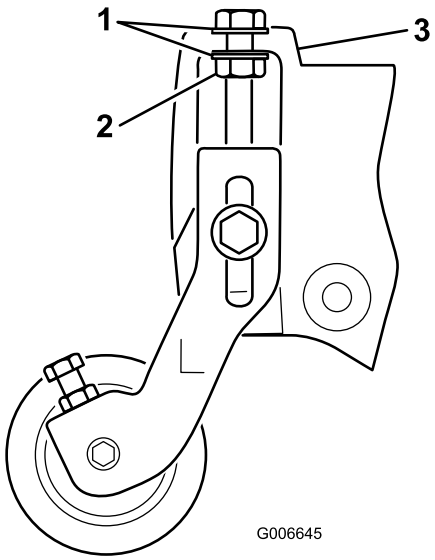

Figura 5
Nota: Las arandelas de los pernos de ajuste de la altura de corte deben estar situados en cada lado de la brida de la chapa lateral (Figura 5).
10. Apriete la contratuerca del perno de ajuste de la altura de corte hasta que las arandelas toquen la brida de la chapa lateral, luego afloje la tuerca 1/2 vuelta (Figura 5).